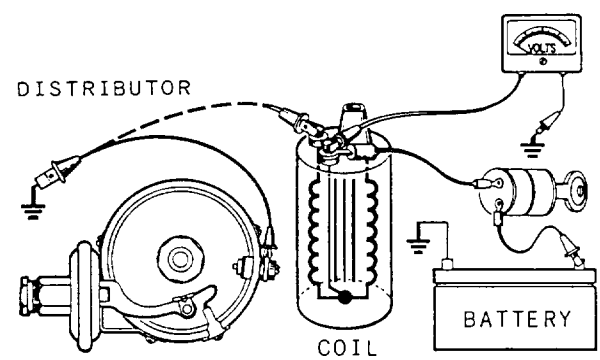

Figure 4-41.–Testing ignition primary circuit.
1. Hookup the voltmeter between the switch side of the ignition coil and a good ground. The engine must be at operating temperature, but stopped, and the distributor side of the coil grounded with a jumper wire. (See fig. 4-41.)